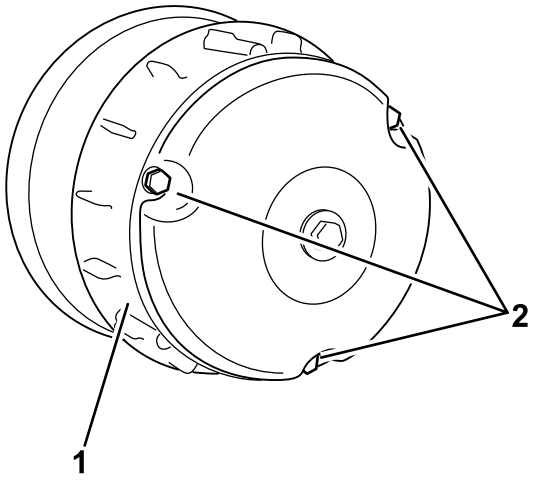

Figura 60
2. Retire los 3 pernos que sujetan la cubierta al embrague, y retire la cubierta (Figura 60).
4. Instale la cubierta del embrague, fijándola con los 3 pernos (Figura 60) que retiró en 2.